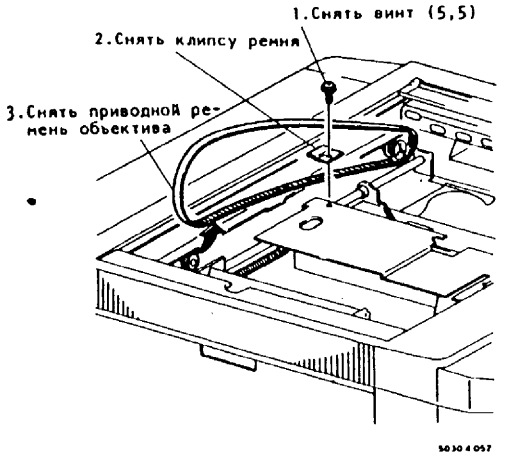

Рис.2. Снятие ремня привода объектива
5. (Рис.1, Рис.2): Снять привод объектива.